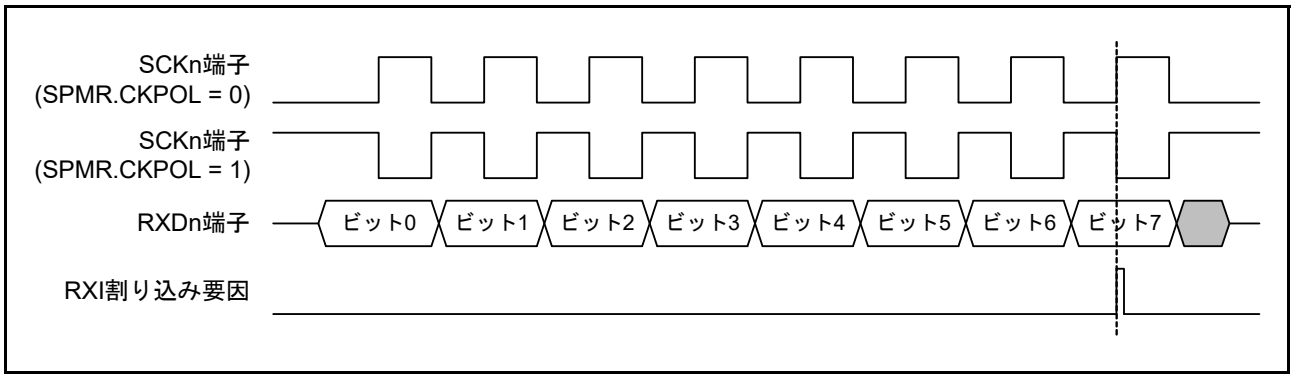

図 32.85　簡易 SPI モード (クロック遅れあり) RXI 割り込み発生タイミング
- クロック遅れあり設定 (SPMR.CKPH ビット = 1) の場合、図 32.85 に示すように SCKn 端子の最終クロックエッジ手前のクロックエッジで受信データフル割り込み (RXI) が発生します。このとき、SCR レジスタの TE、RE ビットを SCKn 端子の最終クロックエッジより前に “0” に設定すると SCKn 端子出力がハイインピーダンスとなり、最終送受信クロックのクロックパルス幅が短くなります。また、RXI 割り込み後、SCKn 端子の最終クロックエッジより前に接続先スレーブに対する SSn# 端子入力信号を High にするとスレーブが誤動作する可能性があります。